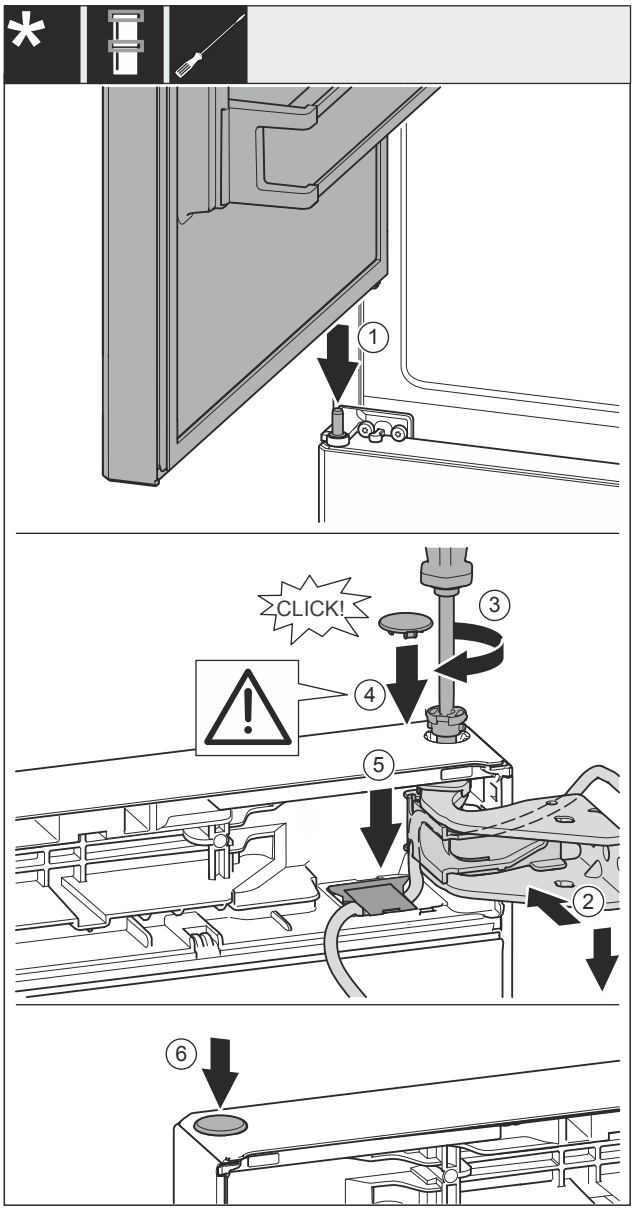

Fig. 37
- ▶ Uzlieciet augšējās durvis uz vidējās gultņa tapas *Fig. 37 (1)*.
- ▶ Nolīmeņojiet durvju augšdaļu pret atveri gultņa balstā *Fig. 37 (2)*.
- ▶ Ievietojiet tapu *Fig. 37 (3)* un pieskrūvējiet ar skrūvgriezi.
- ▶ Ievietojiet pārsegu *Fig. 37 (4)*.
- ▶ Pārbaudiet, lai pārsegs *Fig. 37 (4)* piekļautos pie durvīm.
- ▶ Ievietojiet pārsegu *Fig. 37 (5)* un spiediet uz leju, līdz tas nofiksējas.
- ▶ Ievietojiet pārsegu *Fig. 37 (6)*.